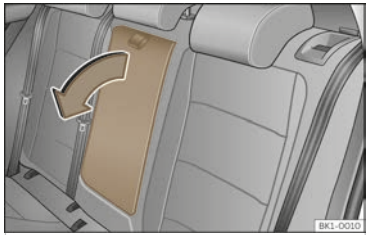

Fig. 106 Folding rear centre armrest (schematic view).
- To *lower* the armrest, pull the cord in the direction of the arrow ››› **Fig. 106**.